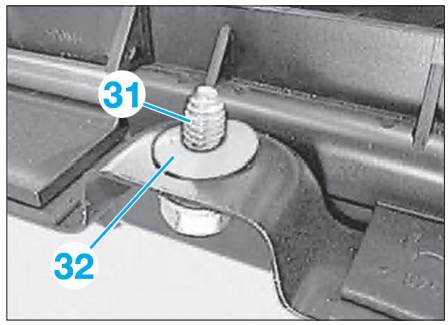

Fig. 146
• Pour éviter les grincements, munir toutes les vis (31) de rondelle en plastique (32) avant le montage **(Fig.146)**.